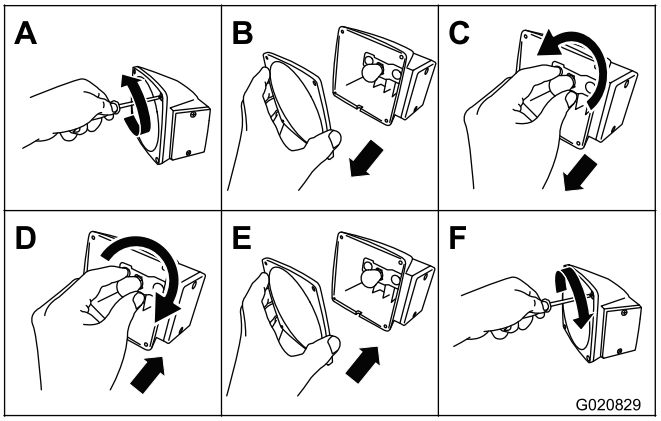

Figura 77
1. Utilice un destornillador para retirar los 4 tornillos de la lente cuadrada grande de la luz (Figura 77).
2. Retire la lente (Figura 77).
3. Empuje y gire la lámpara en sentido antihorario para retirarla del zócalo (Figura 77).
4. Coloque una lámpara 1157 nueva a presión en el zócalo, y gírela en sentido horario (Figura 77).
5. Instale la lente y los 4 tornillos (Figura 77).